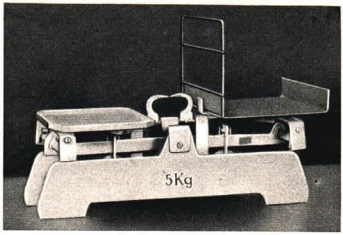

Abb. 141. Oberschalige Tafelwaage
3. Die oberschalige Tafelwaage. An Stelle der Waagschalen ist die *oberschalige Tafelwaage* mit zwei Tafeln ausgestattet, von denen die eine den zu wägenden Körper, die andere die zum Ausgleich dienenden Gewichtsstücke trägt. Die Tafeln sind oberhalb eines kastenartigen Gehäuses angeordnet, in dem die Hebeleinrichtung der Waage untergebracht ist (Abb. 141).